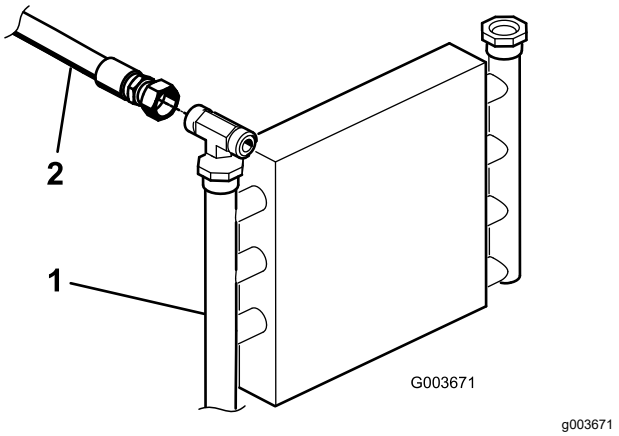
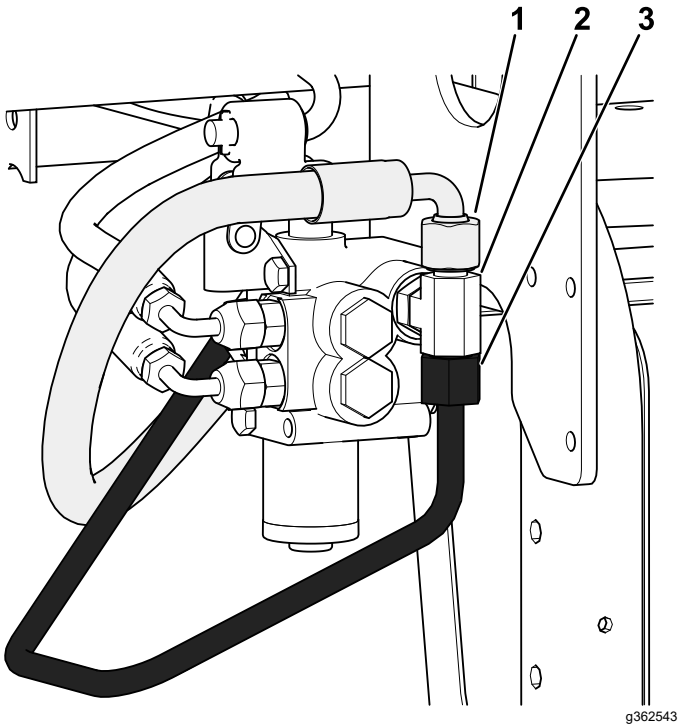

Figur 4
Figur 6
1. Find det hydraulikrør, der går fra oliekøleren til den eksisterende løfteventil (Figur 4).
3. Frakobl og fjern hydraulikrøret fra oliekøleren og løfteventilen (Figur 4 og Figur 6).
C. Kobl hydraulikslangen (144-1367) fra T-fittingen (340-94) som vist i Figur 6.